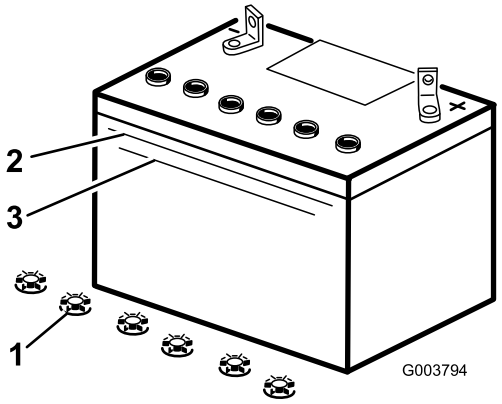

**Figur 37**
2. Titta på sidan av batteriet. Elektrolyten måste nå upp till den övre linjen (Figur 37). Låt inte elektrolyten sjunka under den nedre linjen (Figur 37).
3. Ta bort påfyllningslocken från batteriet (Figur 37).
4. Häll långsamt destillerat vatten i varje battericell tills elektrolytnivån når upp till batterilådans övre linje (Figur 37).
5. Vänta fem till tio minuter efter att battericellerna fyllts på. Häll destillerat vatten, om det behövs, i varje battericell tills elektrolytnivån är vid batterilådans övre linje (Figur 37).